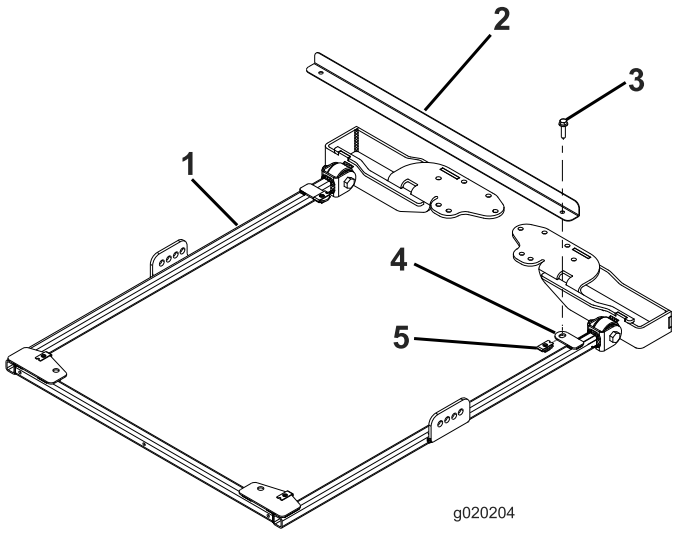

Рисунок 24
1. Чтобы правильно выровнять раму, прикрепите планку выравнивания рамы к монтажным выступам в задней части рамы солнцезащитного навеса с помощью 2 болтов с фланцевыми головками (5/16 x 1¼ дюйма), как показано на Рисунок 24.